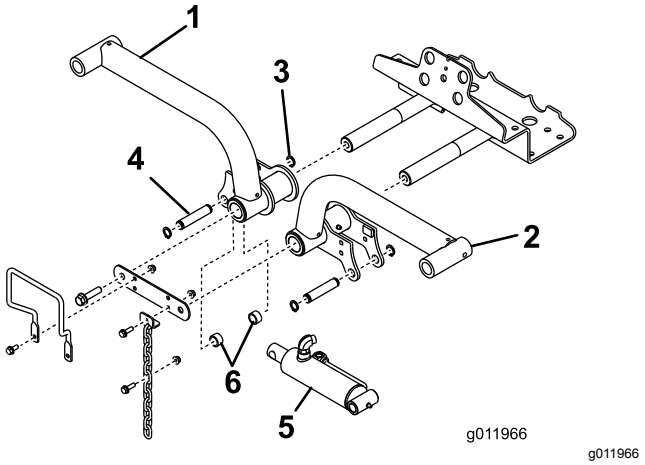

Figur 15
4. Indsæt løftearmene på løftearmenes drejeaksler (Figur 15), og fastgør hver løftearm med en drejeakselled og boltene, der blev fjernet tidligere.
6. Fastgør løftecylinderens højre ende til den højre løftearm med en tap og 2 afstandsstykker (Figur 15). Fastgør den med en låsering.